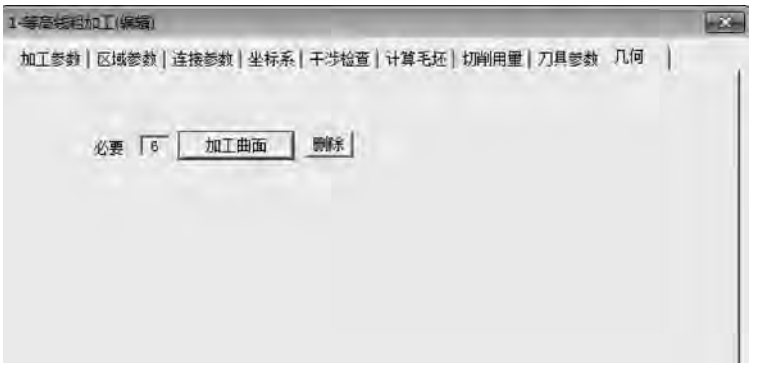

图 5-230 “几何”选项卡
(7) 设置几何参数。单击“加工曲面”按钮，根据左下角提示拾取加工对象，用鼠标左键选取吊钩的上表面和侧面(共 6 个曲面)，右击，如图 5-230 所示。